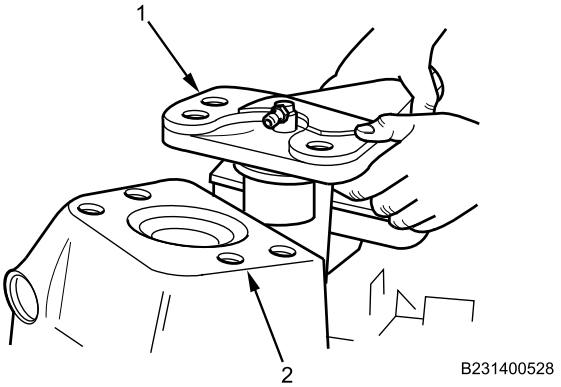

Figure 5. Steering Arm and Knuckle.
1. Install steering arm (Figure 5, Item 1) into top of steering knuckle (Figure 5, Item 2).